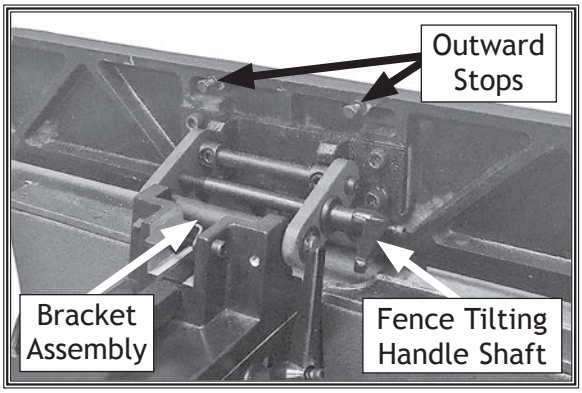

Figure 14. Fence tilting handle installed.
6. Install the fence tilting handle by screwing the handle shaft into the bracket assembly, as shown in **Figure 14**.